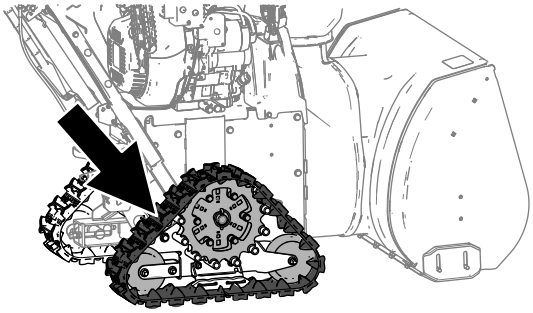

**Figure 25**
2. Exercez une force de 44 N (10 lbf) entre le galet central et le galet arrière (Figure 25).